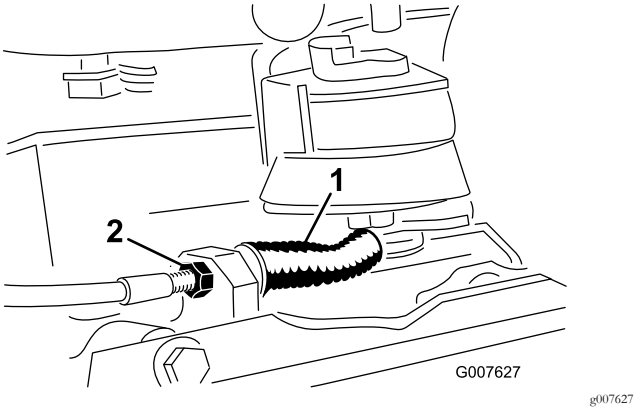

Figur 34
- Minska kabelns spänning genom att lossa kabelns främre kontramutter och dra åt den bakre kontramuttern (Figur 34). Upprepa steg 1 och 2 och justera spänningen på nytt vid behov.
- Öka kabelns spänning genom att dra åt kabelns främre kontramutter och lossa den bakre kontramuttern (Figur 34). Upprepa steg 1 och 2 och justera spänningen på nytt vid behov.